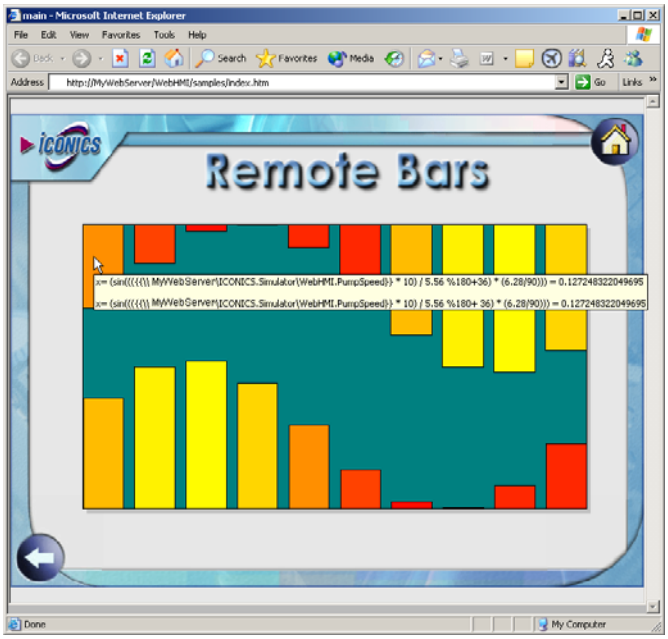

Figure L4.8: Remote Bars Sample Page
16. Test the OPC DA data by connecting to the ICONICS Simulator OPC Server located on the WebHMI server. Do this by clicking the **Remote Bars** button to load the display shown in **Figure L4.8.**
17. Rest your mouse over one of the bars to see the Tool Tip, which reads the remote tag the object is connected to and its current value. This is shown in **Figure L4.8.** If you are not successfully connected, all bars will be grayed out, and the Tool Tip will show **(bad quality)** after the tag path.